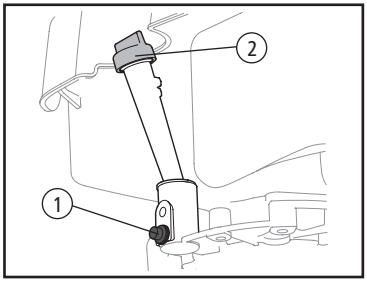

Fig. 20
**1.** Remova todo o combustível do tanque deixando o motor funcionar até parar por falta de combustível [Fig. 20].
**2.** Remova o parafuso de drenagem (1) e deixe que o óleo escorra, recolhendo-o numa bandeja adequada.
**3.** Recoloque o parafuso de drenagem (1) e feche bem.
**5.** Recoloque a tampa (2) do reservatório de óleo e feche bem.